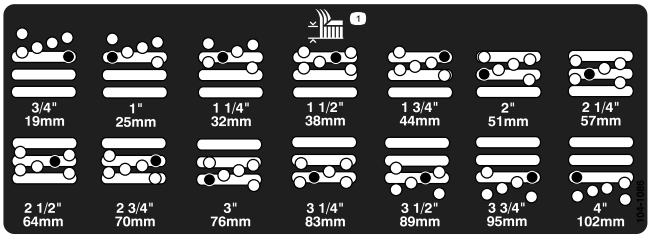

Figur 20
5. Flytta kammaren till önskad klipphöjd och montera distansbrickan i avsett klipphöjdshål och -spår (Figur 20).